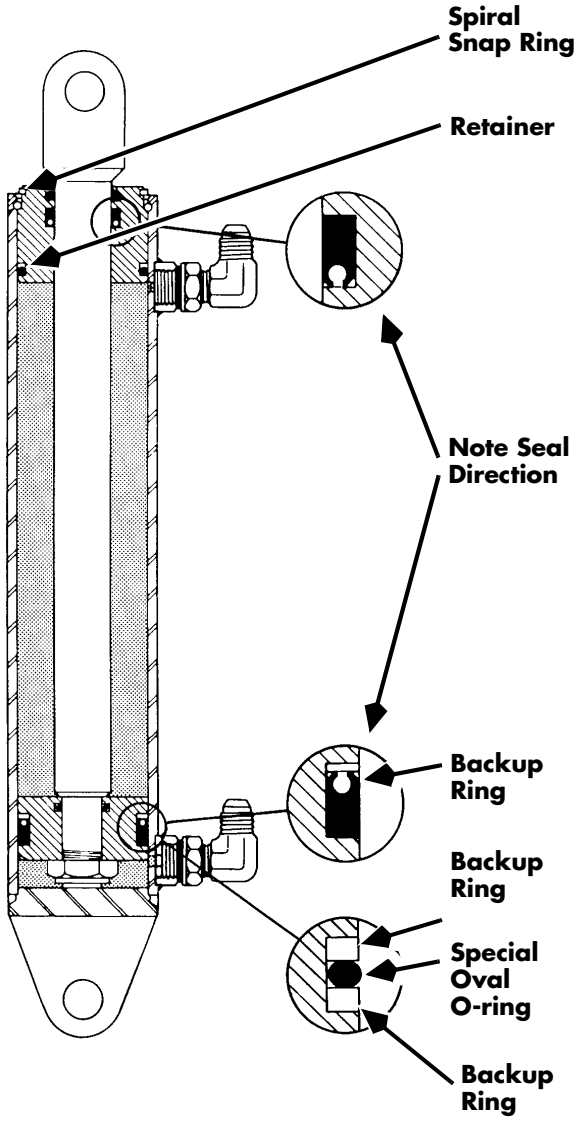

Figure 7-240: Sideshift Cylinder, Cross Section
3. Note the direction of the U-cup seals. If installed backwards, the seals will not work properly. See Figure 7-240.
4. Install the new seals on the piston and retainer. Hook one side of the seal in the groove and push it over the piston or retainer. See Figure 7-240.